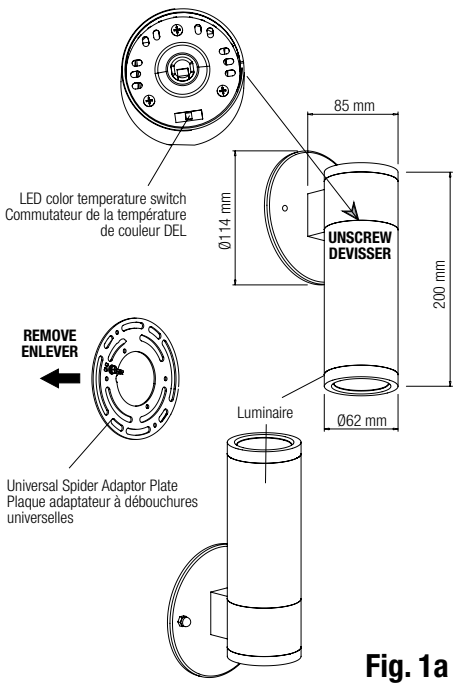

Fig. 1a
1. Remove the Universal Spider Adaptor Plate from the luminaire by unscrewing the two canopy screws (Fig. 1a).
2. Unscrew the luminaire housing and select the desired LED color temperature using the switch inside the cylinder (Fig. 1a detail).
3. Assemble the luminaire by screwing the two parts (Fig. 1a).
1. Retirer la plaque adaptateur à débouchures universelles du luminaire en dévissant les deux vis du pavillon de recouvrement (Fig. 1a).
2. Dévisser le boîtier du luminaire et sélectionner la température de couleur de la DEL choisie à l'aide de l'interrupteur situé à l'intérieur du cylindre (Fig. 1a détail).
3. Assembler le luminaire en vissant les deux parties (Fig. 1a).